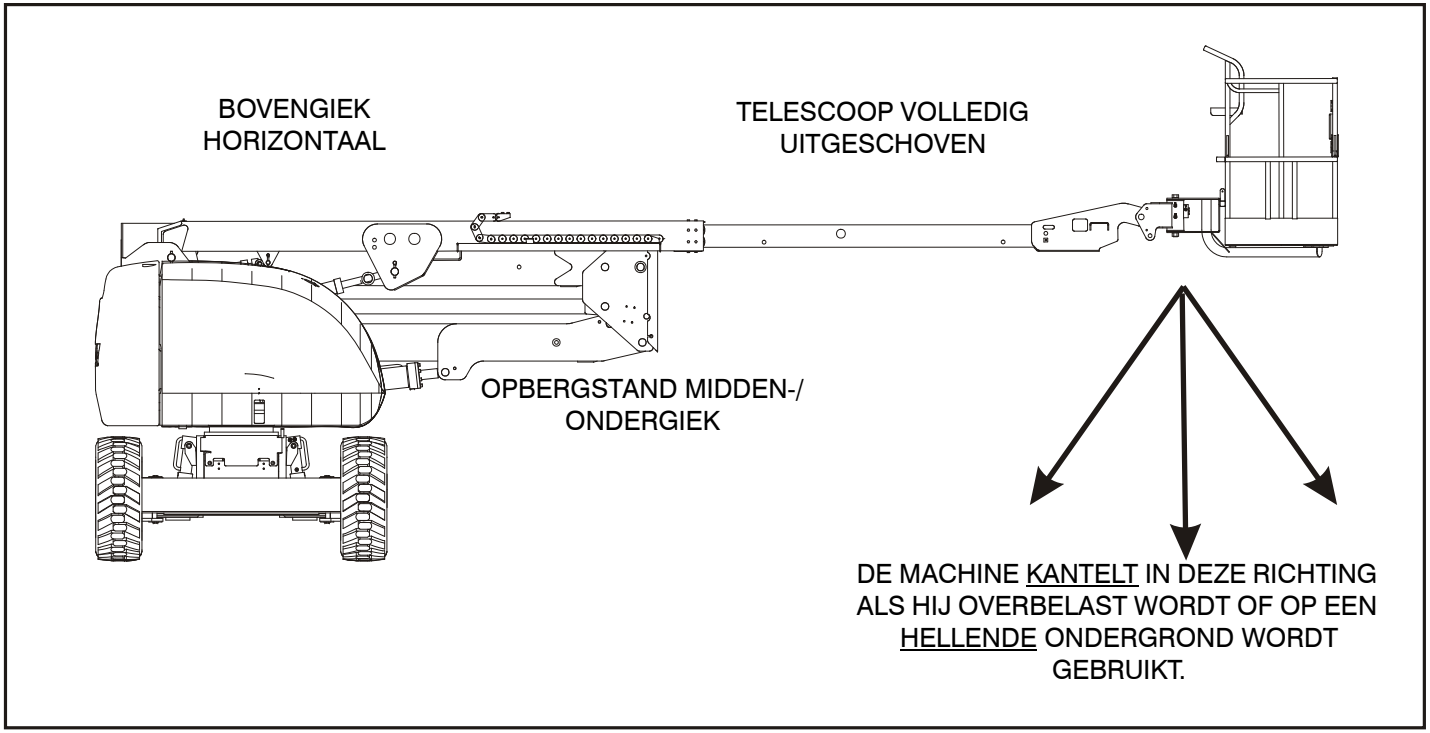
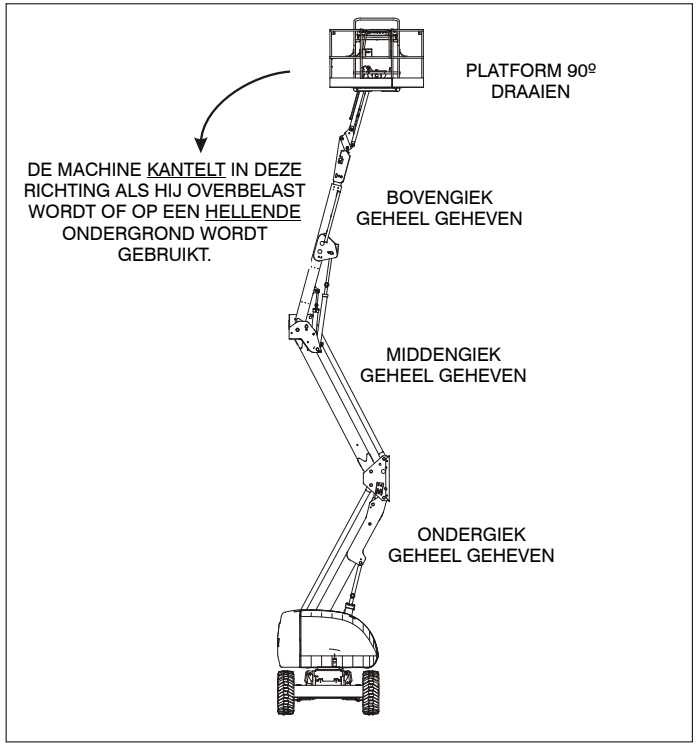

Figuur 4-1. Stand met de minste voorwaartse stabiliteit
Figuur 4-2. Stand met de minste achterwaartse stabiliteit
De stabiliteit van de machine is gebaseerd op twee (2) condities, namelijk VOORWAARTSE en ACHTERWAARTSE stabiliteit. De machinestand met de minste VOORWAARTSE stabiliteit is afgebeeld in (Zie Figuur 4-1.) en de stand met de minste ACHTERWAARTSE stabiliteit is afgebeeld in (Zie Figuur 4-2.).